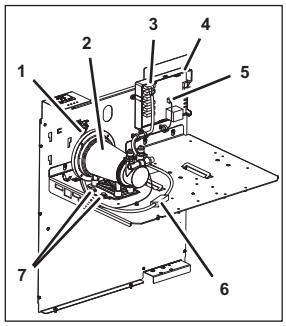

Fig. 41
4. Disconnect either the plug (Fig. 41/6) of the circulation pump (Fig. 41/2) or disconnect the plug (Fig. 41/3) of the circulation pump (Fig. 41/2) from control system 1 (Fig. 41/4).
5. Disconnect the plug (Fig. 41/5) of the circulation pump (Fig. 41/2) from control system 1(Fig. 41/4).
6. Disconnect the earth cable (Fig. 41/1) from the circulation pump (Fig. 41/2).
7. Remove the fastening bolts (Fig. 41/7) from the circulation pump (Fig. 41/2).
8. Lift the circulation pump (Fig. 41/2) out of the unit.
9. Position the new circulation pump (Fig. 41/2) within the unit.
10. Attach the circulation pump (Fig. 41/2) using the fastening bolts (Fig. 41/7).
11. Connect the earth cable (Fig. 41/1) to the circulation pump (Fig. 41/2).
12. Connect the plug (Fig. 41/5) of the circulation pump (Fig. 41/2) to control system 1(Fig. 41/4).
13. Connect either the plug (Fig. 41/6) of the circulation pump (Fig. 41/2) or connect the plug (Fig. 41/3) of the circulation pump (Fig. 41/2) to control system 1 (Fig. 41/4).